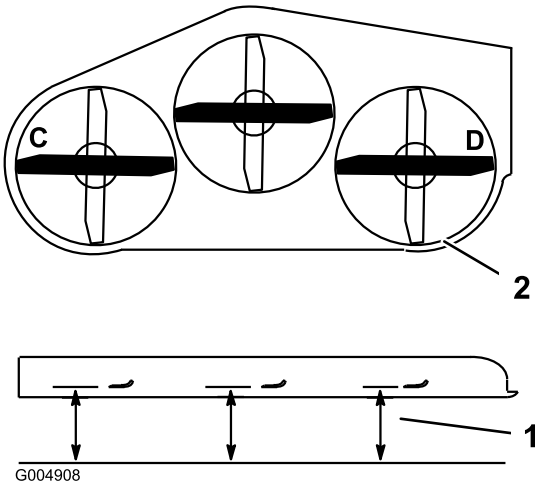

Figura 73
3. Mida la cuchilla en las posiciones **C** y **D** desde una superficie nivelada hasta el filo de corte de las cuchillas (Figura 73).